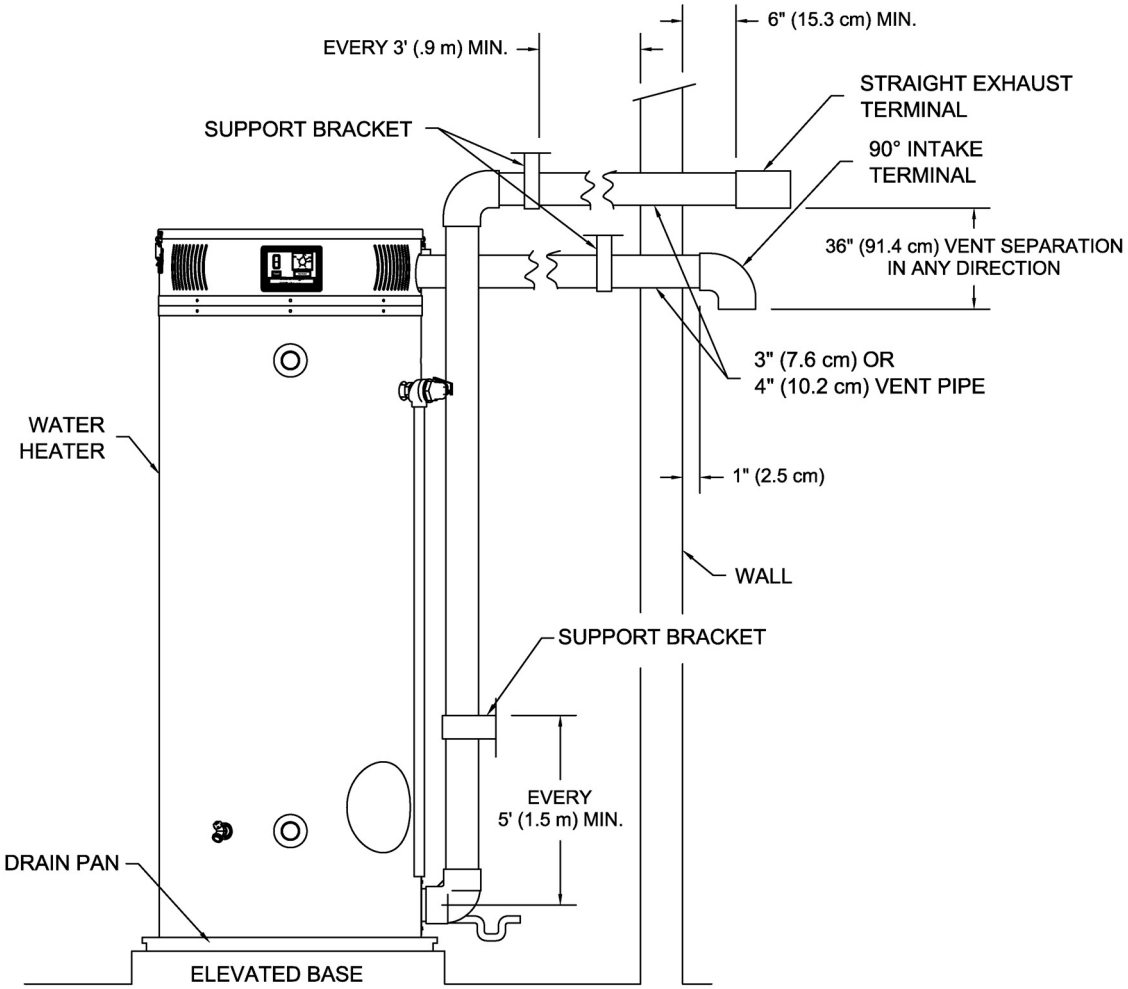

Figure 13. Typical Horizontal Direct Vent System
2. Use the proper cement to secure the exhaust vent and air intake terminals provided with the water heater to the plastic pipes. The distance between the back edge of the exhaust vent terminal and the exterior wall (see Figure 13) must be 6 inches *(12.7 cm)* more for the exhaust vent terminal than the air intake terminal. Use the proper cement or sealant and assembly procedures to secure the vent connector joints between the terminal and the blower outlet. Provide support brackets for every 3 feet *(.91 m)* of horizontal vent beyond the intake terminal.